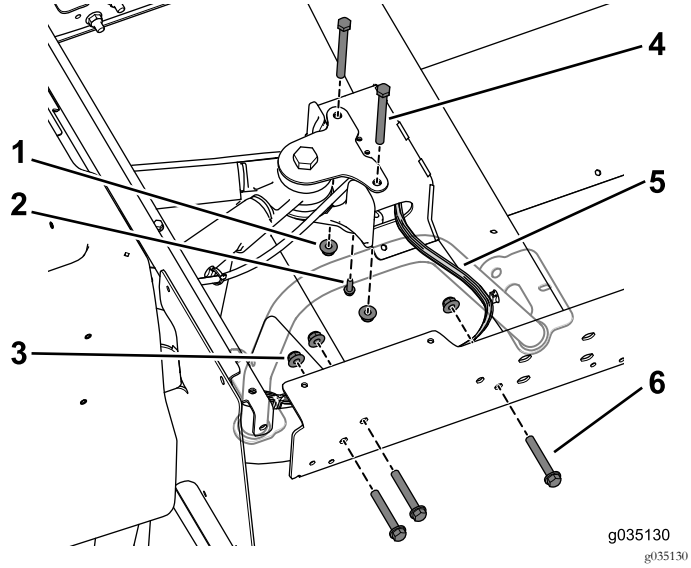

Figur 67
7. Ta bort skruvarna och flänsmuttrarna som håller fast pendelarmens fäste på mittkanalen (Figur 67).